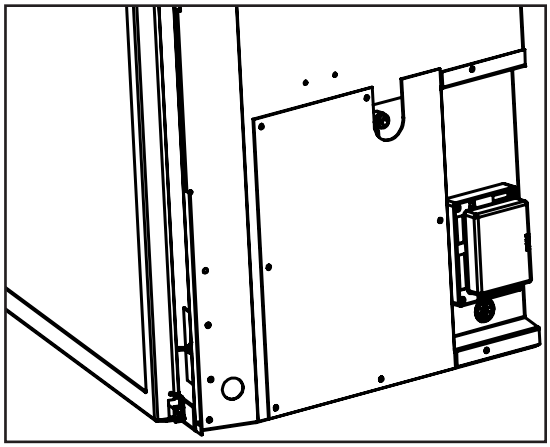

Figure 31: Gas Connection Location.
• A ⅜" 45° flared fitting and flex connector are supplied with the unit (see Figures 31 and 32). Consult the local authorities for local codes or use the CAN/CGA B149 (1 or 2) installation code in Canada. In the US, gas installations follow either local codes or the current edition of the National Fuel Gas Code ANSI Z223.1.
1. Using the supplied hardware install a Trimmable Panel Bracket, on its short leg, onto each side of the stove using a T-20 Torx screwdriver. See Figure 31 for the screw location and bracket orientation.